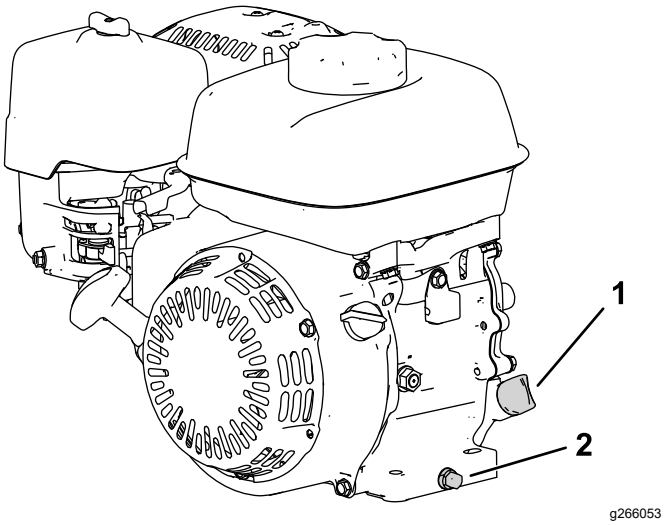

Figuur 25
2. Plaats de machine zo, dat de motor waterpas staat en reinig de omgeving van de olievulbuis (Figuur 25).
3. Verwijder de aftapplug, de ring en de peilstok (Figuur 25).